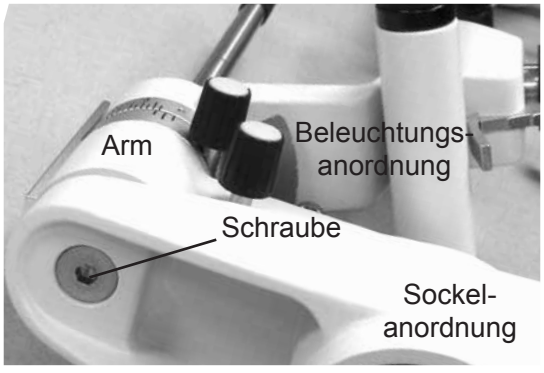

Abbildung SU-10 Schraube
14. Montieren Sie die Beleuchtungsanordnung mit dem Arm auf die Basiseinheit und sichern Sie sie mit der Schraube und dem 5 mm Innensechskantschlüssel. Siehe Abbildung SU-10.